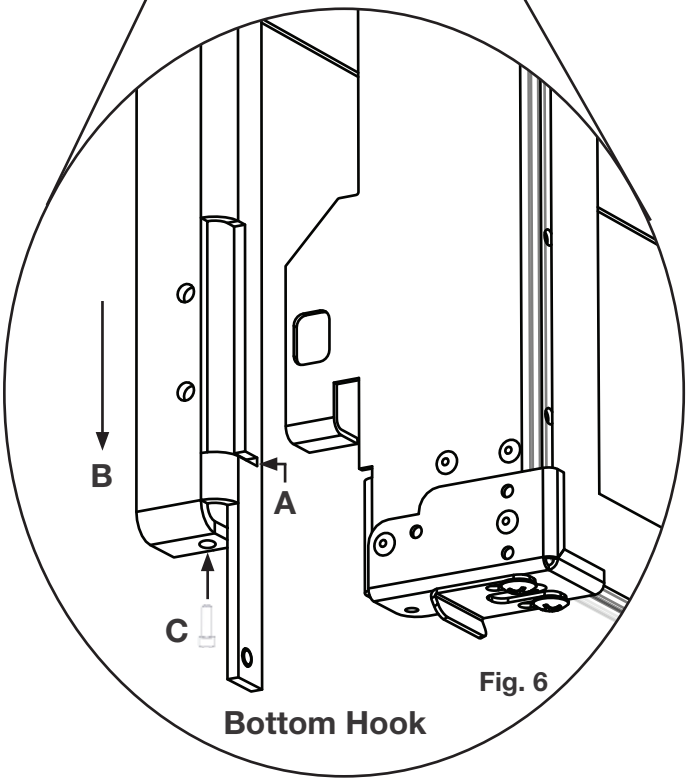

Fig. 6
7. Install 2 vertical adjustment screws underflush of GGA-1 slider bracket surface **(C) (Fig. 6)**.